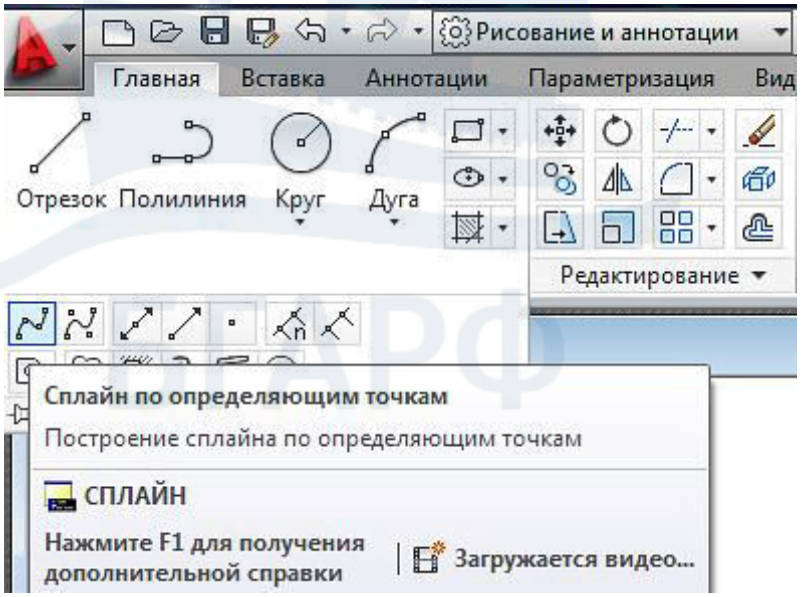

Рис. 137
– щелчком мыши по кнопке или на панели инструментов **Рисование** на вкладке **Главная** ленты инструментов, предварительно кнопкой открыв дополнительный список инструментов (рис. 137);